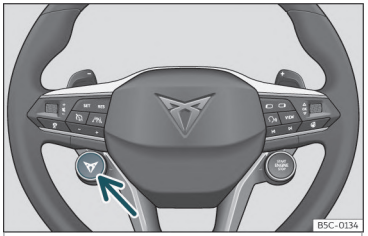

Fig. 147 Volan multifuncțional*: buton pentru schimbarea profilului de conducere.
- **SAU:** apăsați scurt butonul CUPRA* de pe partea stângă a volanului››› **fig. 147** pentru a schimba profilul de conducere. Apăsați și mențineți apăsat butonul CUPRA* pentru a accesa direct profilul **Cupra**. Apăsați și mențineți din nou apăsat pentru a reveni la profilul anterior.